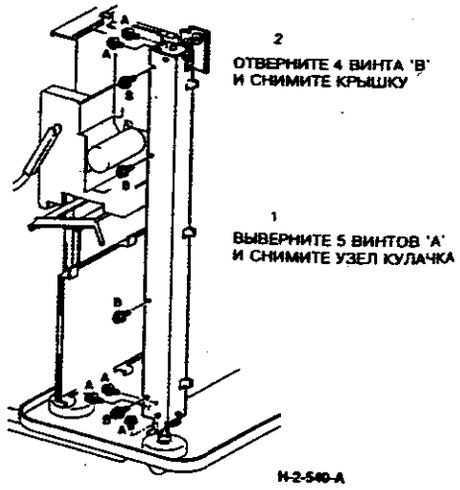

**Рисунок 8. Снятие узла правого заднего кулачка**
10. (Рисунок 8) Снимите узел правого заднего кулачка.